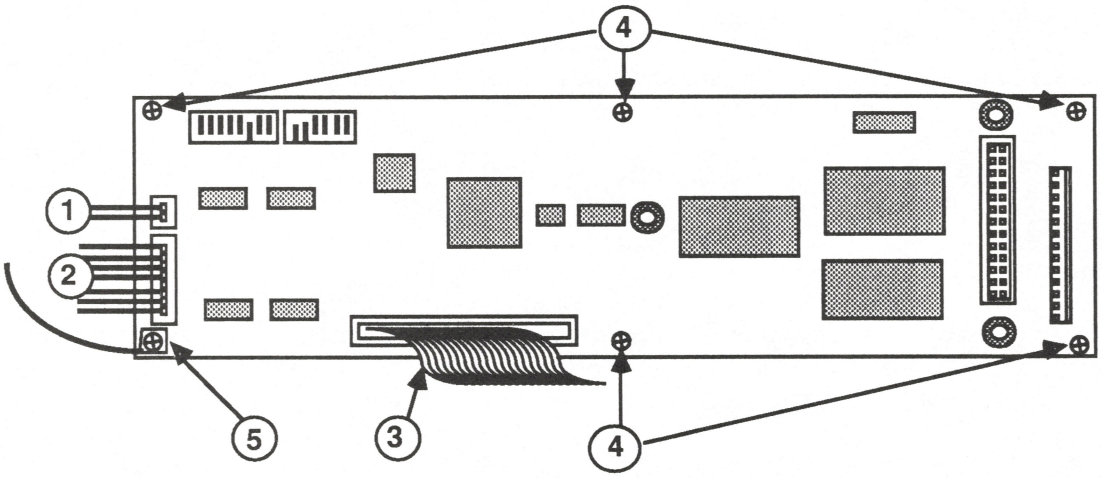

FIGURE 4B
4. Remove the three connectors (Figure 4B: #1 is a two-pin, #2 is an 8-pin, #3 is a 50-pin ribbon cable).
5. Remove the five screws (Figure 4B, #4).
6. Remove the sixth screw holding the grounding strap (Figure 4B, #5).
2. Install the five screws (Figure 4B, #4).
3. Install the sixth screw holding the grounding strap (see Figure 4B, #5)
4. Plug in the three connectors (Figure 4B, #1, #2, and #3).